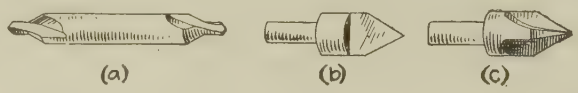

Fig. 69.
[1] *Combination Drill and Countersink* (*a*, Fig. 69).—A tool which combines the center drill and the 60-deg. center reamer (or countersink). It is more efficient and has largely superseded the small drill, and the center reamers shown in *b* and *c*.
87. Drilling and Reaming the Center.—The combination drill and countersink (*a*, Fig. 69) is the correct tool to use for making the center hole.